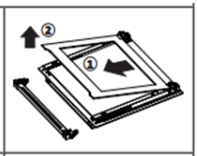

Figura 19
1. Premere le chiusure in plastica sul lato destro e sinistro, come mostrato nella figura 17, e sollevare il profilo tirandolo verso di sé, come mostrato nella figura 18. Il vetro è libero dopo aver rimosso il profilo, come mostrato nella figura 19. Dopo aver rimosso il profilo, il vetro è libero, come mostrato nella figura 19. Tirare con cautela verso di sé il vetro che si è liberato. Se necessario, il vetro centrale può essere rimosso nello stesso modo. Il vetro esterno è fissato al profilo della porta del forno. È possibile pulire facilmente i vetri dopo averli separati. Una volta completata la pulizia e la manutenzione, è possibile sostituire i vetri e il profilo eseguendo la procedura di rimozione al contrario. Assicurarsi che il vetro sia inserito nella direzione corretta e che il profilo si adatti correttamente.